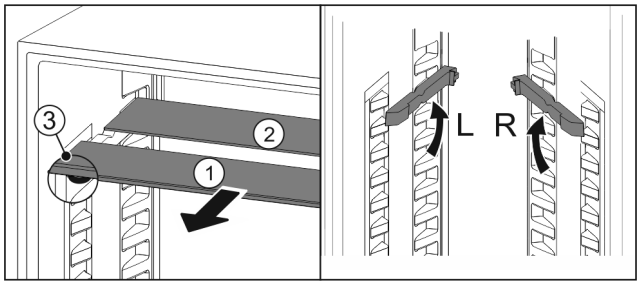

Fig. 76
▶ Extrageți *Fig. 76 (1)* pe rând plăcile de sticlă spre înainte.
▷ Placa de sticlă *Fig. 76 (1)* cu șipca decorativă se află în față.
▷ Opritoarele *Fig. 76 (3)* indică în jos.